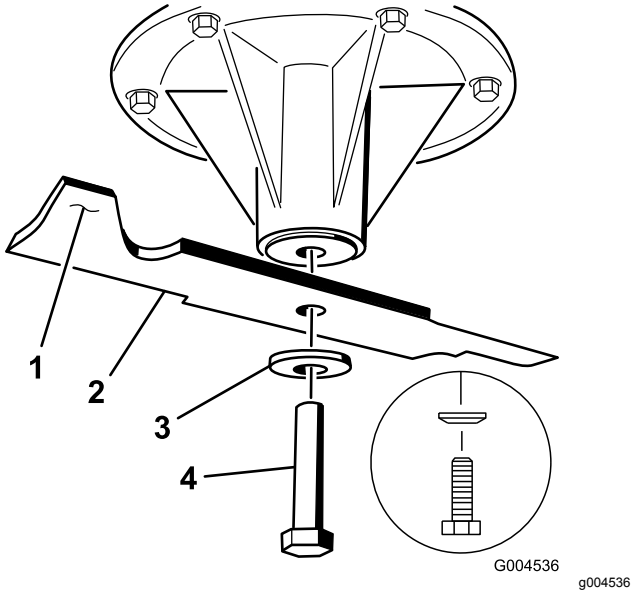

Figuur 91
2. Verwijder de middelste en linkermesbout, de klemring en het mes van de spilas (Figuur 91).
3. Als het mes niet in balans is, moet u wat metaal afvijlen van het uiteinde van de vleugel (Figuur 91).